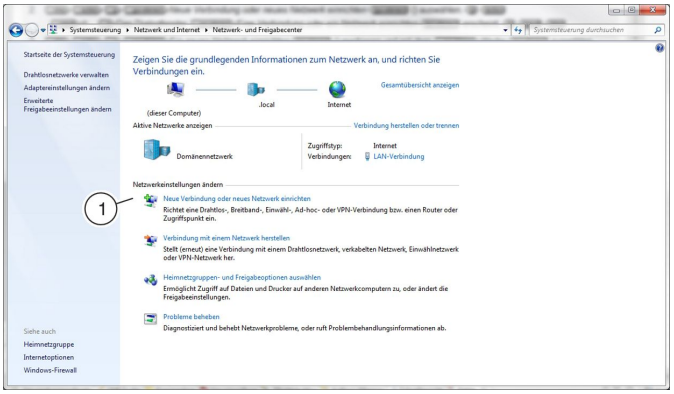

Abb. 37: Neue Verbindung oder neues Netzwerk einrichten
2. ▸ *„Neue Verbindung oder neues Netzwerk einrichten“* (Abb. 37 /1) auswählen.